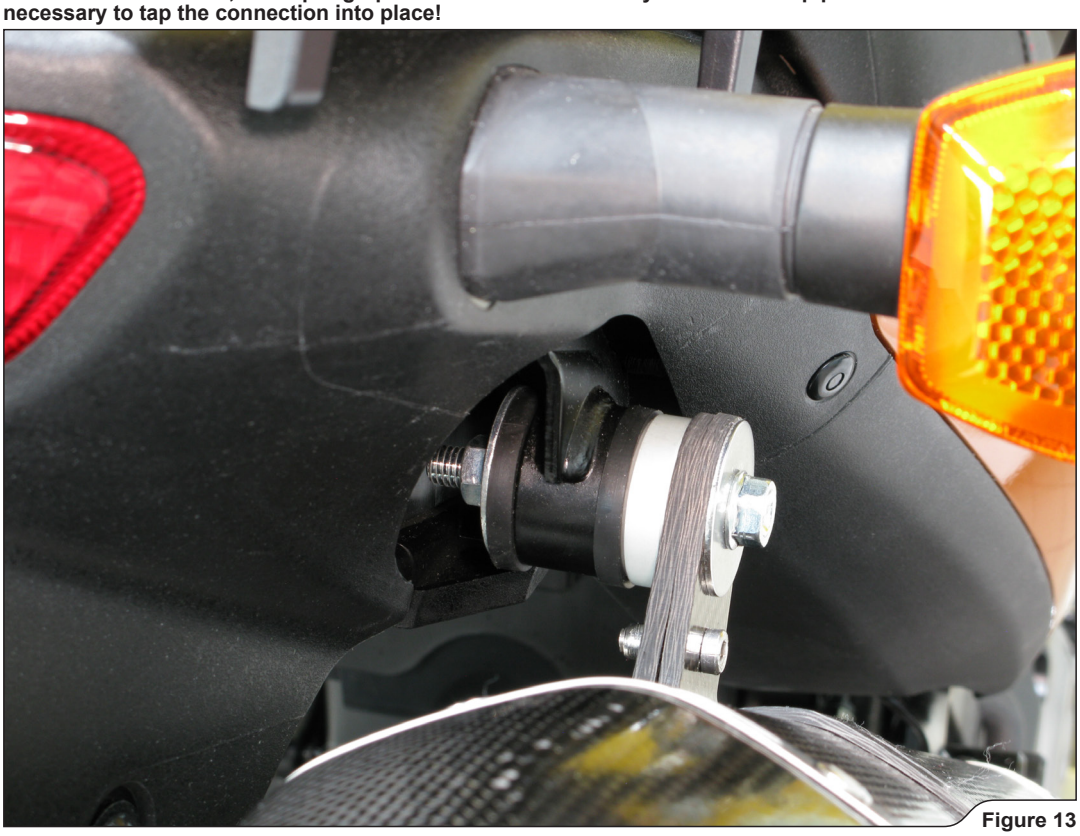

Figure 13
5. Position the muffler correctly and slide it onto the outlet side of the link pipe. Attach the springs, align the muffler in respect to the motorcycle and tighten the carbon-fiber clamp onto the sub frame, using Akrapovič bolt, aluminium spacer with stock washers and nut. Install the right passenger's footrest back onto the sub frame **(Figure 13, 14).**